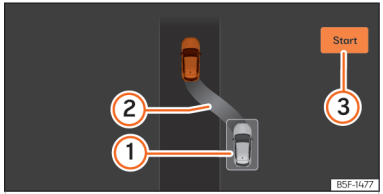

Abb. 159 Am Bildschirm des Kombi-Instruments: aus einer Längsparklücke ausparken.
- Fahren Sie rückwärts, bis das Dauertonsignal des ParkPilot ertönt; **ODER:** Fahren Sie zurück, bis am Bildschirm des Kombi-Instruments die Anzeige zur Vorwärtsfahrt erscheint. Die Fortschrittsanzeige ››› (Abb. 159) ③ zeigt den zurückzulegenden Abstand an.